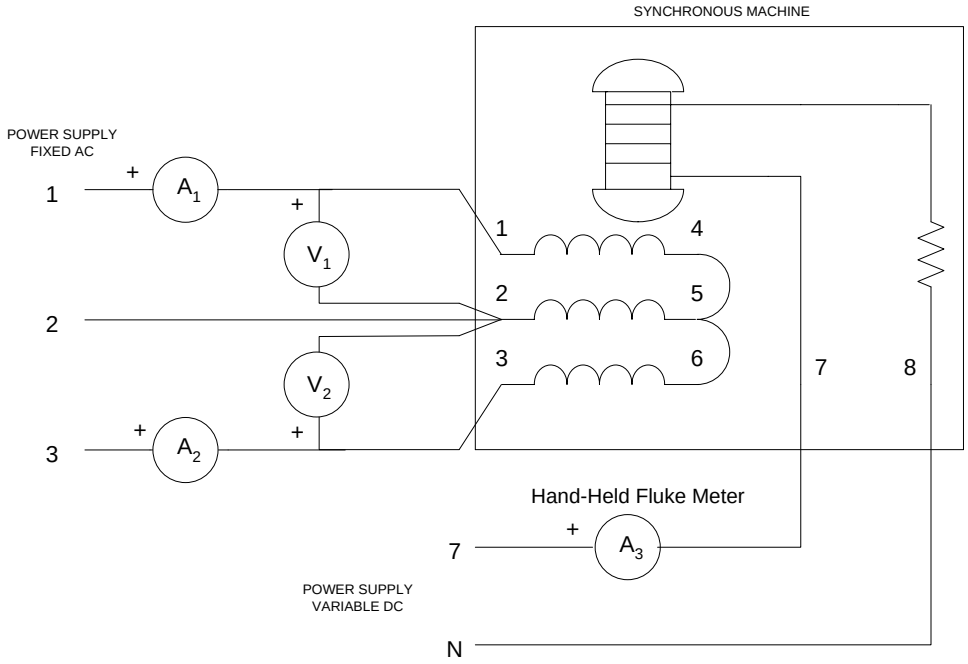

Figure1. Two Wattmeter Configuration
2. Connect the circuit shown below in Figure 1.